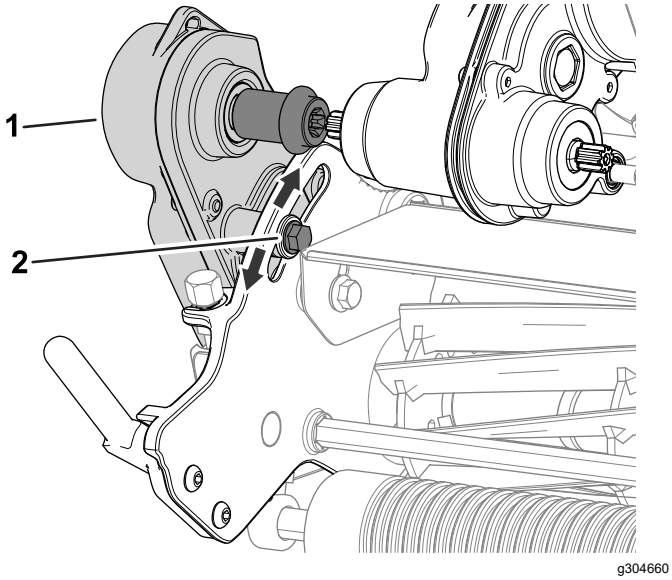

Figuur 48
1. Draai de bout los die wordt getoond in Figuur 48.